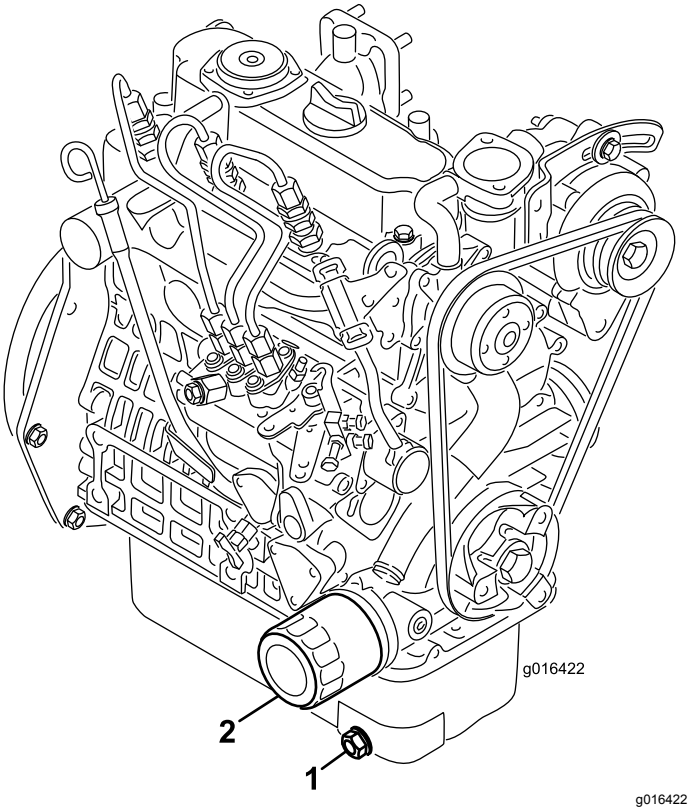

Rysunek 39
1. Odkręć korek spustowy (Rysunek 39) i poczekaj, aż olej ścieknie do naczynia do spuszczania oleju. Zakręć korek, gdy olej przestanie wyciekać.